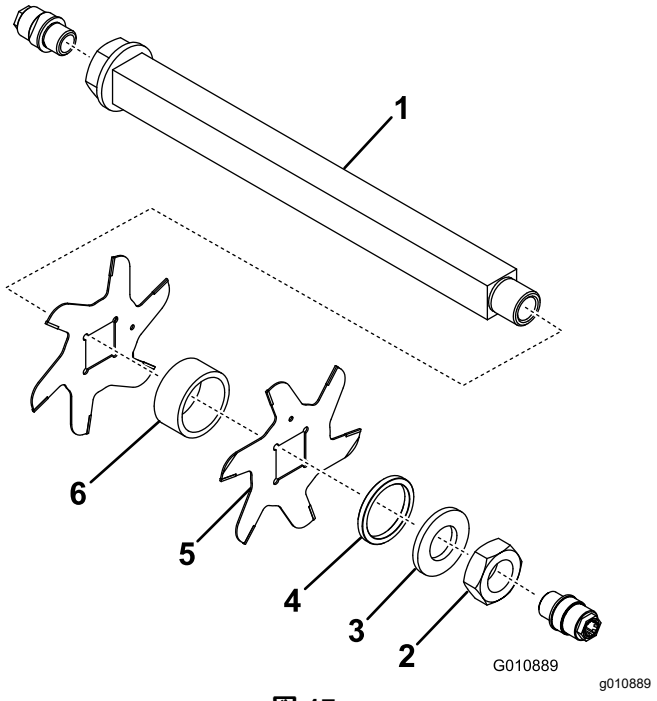

図 17
3. 小さいスペーサ、ワッシャ、ブレード、大きいスペーサを取り外す。シャフトをきれいに洗い、次の組み立てに備えてシャフト全体に薄くグリスを塗る図 17。